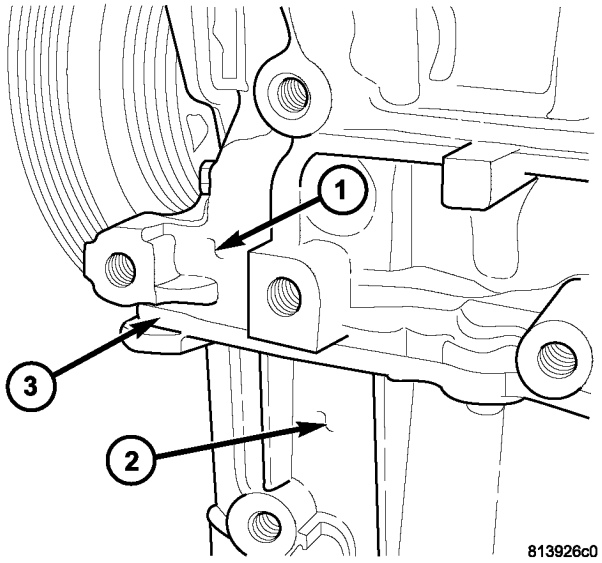
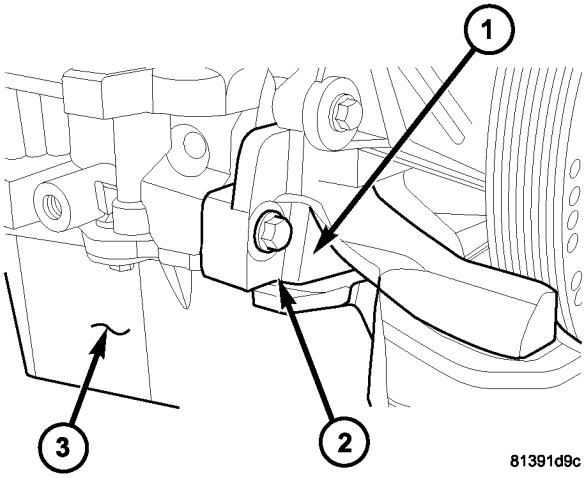
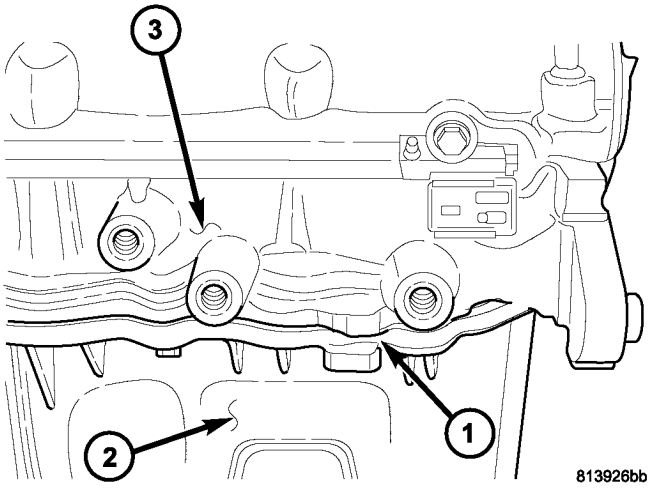

Fig. 89 Left Front Pry Point
Fig. 90 Right Front Pry Point
Fig. 91 Left Rear Pry Point
(5) Remove bolts attaching oil pan.
(6) Insert pry bar at specified locations (Fig. 89) (Fig. 90) (Fig. 91) and gently pry oil pan away from the engine.
(7) Clean oil pan and block surfaces.Clean cured RTV from oil pan and bed plate with a plastic or brass scraper.
(8) Clean all sealing surfaces with MOPAR® Brake Parts Cleaner.
(9) Inspect surfaces for damage, replace as needed.